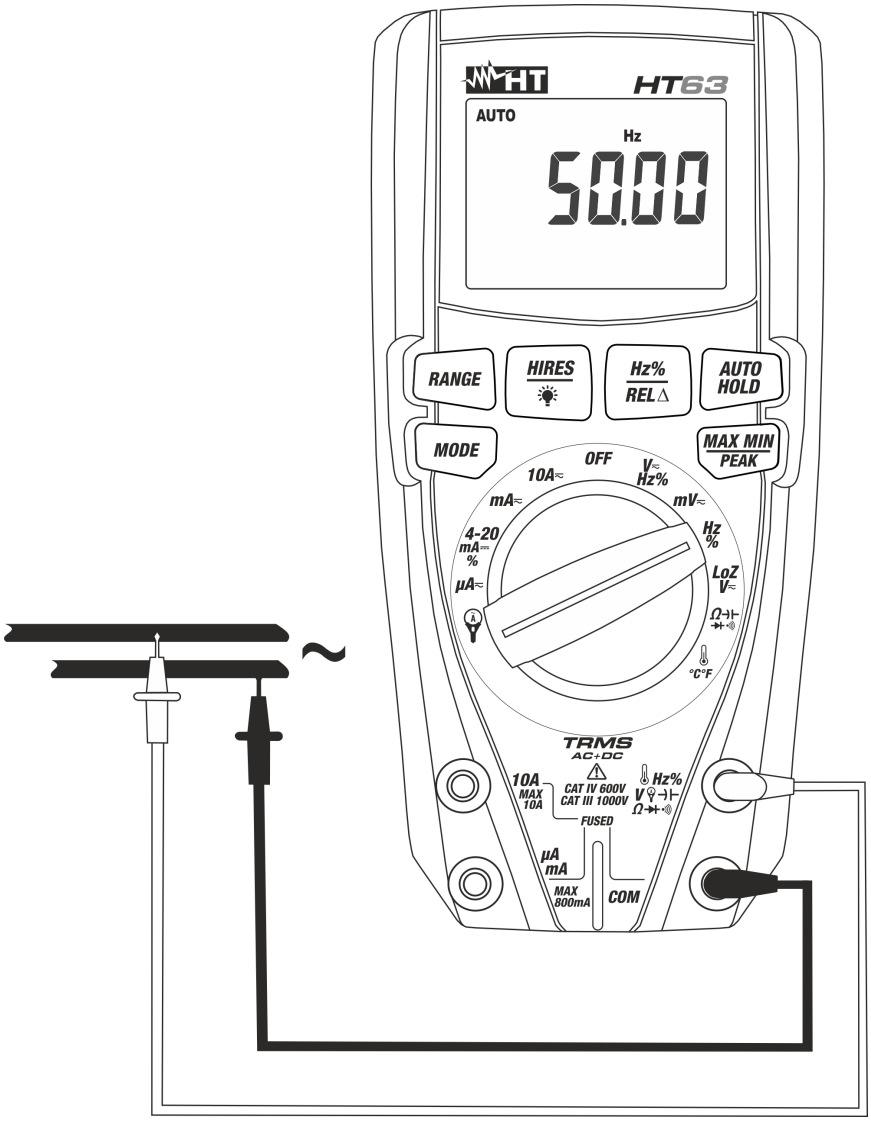

Fig. 5: Utilisation de l'instrument pour la mesure de Fréquence et Duty Cycle
4. Positionner l'embout rouge et l'embout noir dans les points du circuit sous test (voir la Fig. 5). La valeur de fréquence (Hz) ou duty cycle (%) apparaît à l'écran. Le diagramme à barres analogique n'est pas actif dans ces fonctions